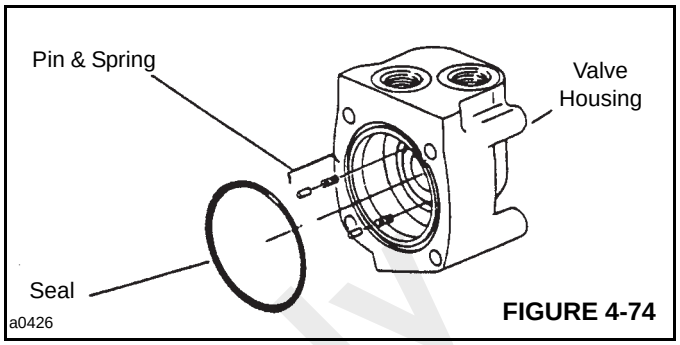

FIGURE 4-74
17. Install two springs (18) and pins (17) in the holes located in the bore of valve housing (19). See Figure 4-74.